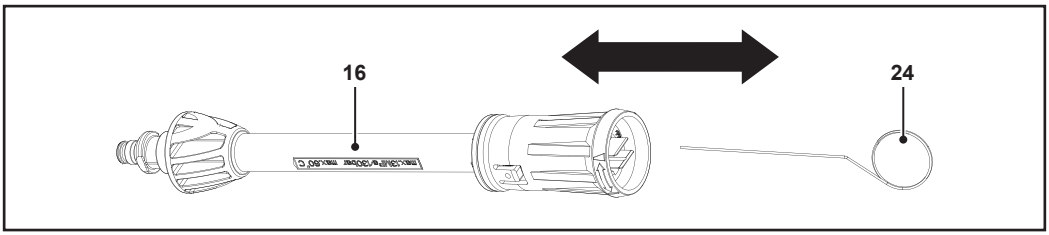

Fig. 12
Pour retirer les dépôts de saleté de la buse réglable (16) et la buse rotative (17), insérer la goupille de nettoyage (24) dans l'orifice de la buse et effectuer un mouvement de va-et-vient (Fig. 12).